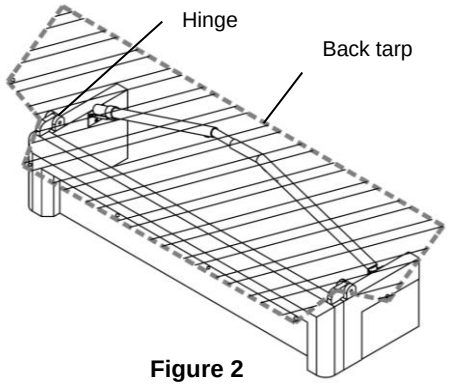

Figure 2
2. **Figure 2.** Extend the back tarp and position the tarp corners on the hinges and make sure that the tarp is well centred.